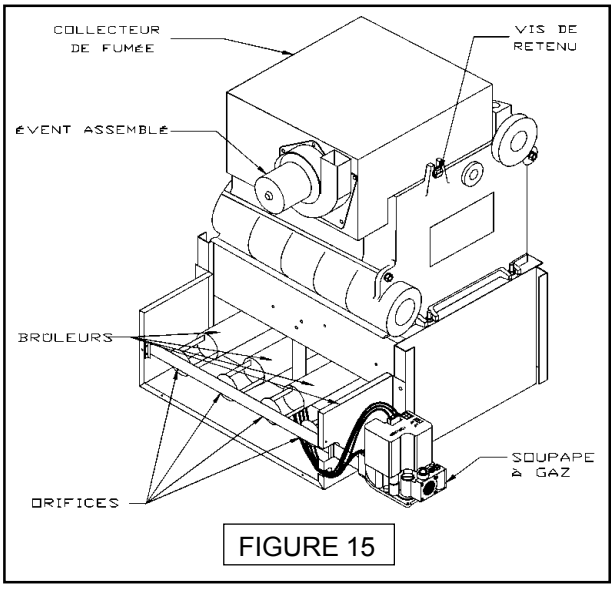

FIGURE 15
H. Enlever l'assemblage du collecteur de fumée et de l'évent de la chaudière en enlevant les vis qui le retienne et qui sont situées de chaque côté du collecteur de fumé (Voir la figure 15 ci-dessous.)
M. Replacer le Collecteur de Fumée et se servir des vis de retenue et du silicone pour le retenir en place.Se servir de silicone GEIS 808 ou similaire. (Voir la figure 15).
A. Vérifier les gueulards et les orifices du brûleur afin de s'assurer qu'ils ne sont pas obstrués par de la mousse ou de la poussière.Voir la figure 15.